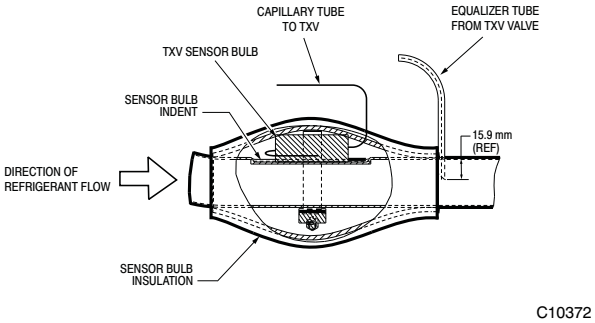

Fig. 21 – TVX Sensor Valve Insulation
10. Attach the TXV bulb in the same location as the original (in the sensing bulb indent), wrap the bulb in protective insulation and secure using the supplied bulb clamp. See Figs. 21 and 22.